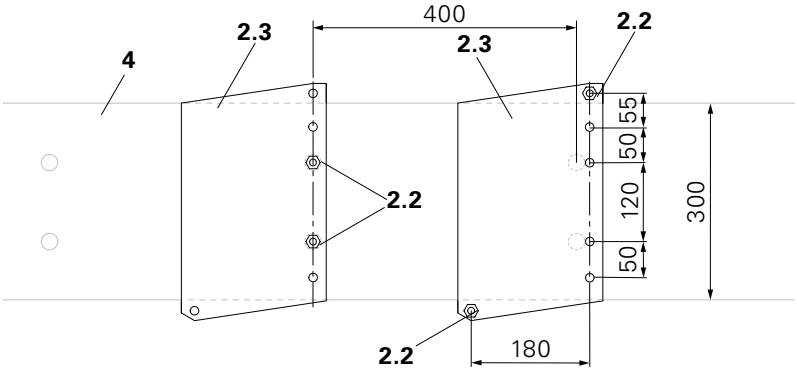

Fig. A1.04a Fig. A1.04b
1. Fix two Centering Bolts HD M12 (2.2) (SW 19) to the articulated head plate (2.3) by means of hex. nuts. The hole spacing for the mounting holes on the Main Beam HDT (4) is 400 mm.
– Positioning the Centering Bolts (2.2) of the articulated head plate (2.3) in the Main Beam HDT system holes. (Fig. A1.04a)